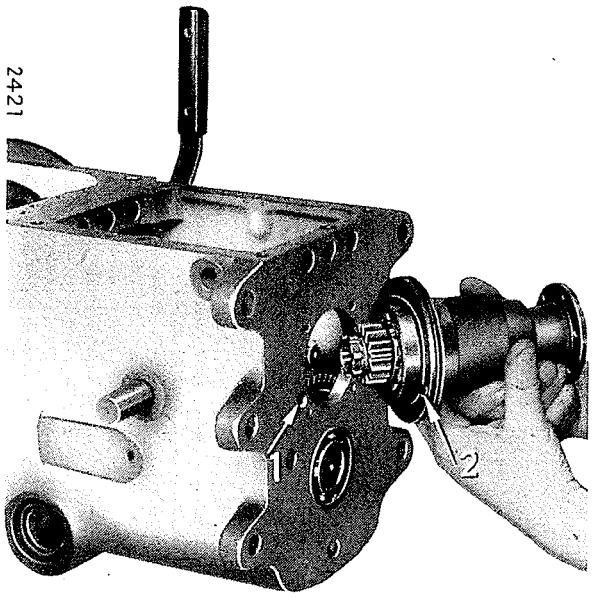

Bild 277
Nach dem Einsetzen der Welle in den Flansch die Montagehülse Nr. 51 wieder abnehmen. Beim Einbau des Antriebswellenaggregates darauf achten, daß die Schmiernut (2), Bild 277, im Lagerflansch über dem Ölloch (1) im Getriebegehäuse liegt.